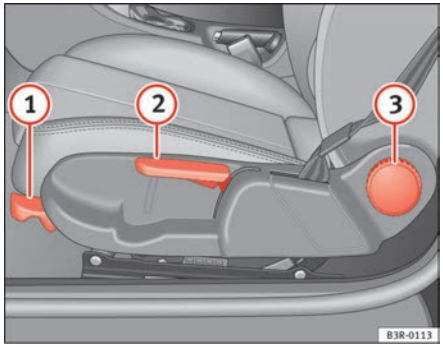

Fig. 104 Adjuster controls on driver's seat
– Lift the lever (1) ⇒ fig. 104 and move the seat to the desired position.
– Then release the lever (1) and move the seat further until the catch engages.
– Pull the lever (2) ⇒ fig. 104 up repeatedly until the seat is in the desired position.
– Turn the adjuster wheel (4) ⇒ page 130, fig. 104 to set the angle of the backrest as required.